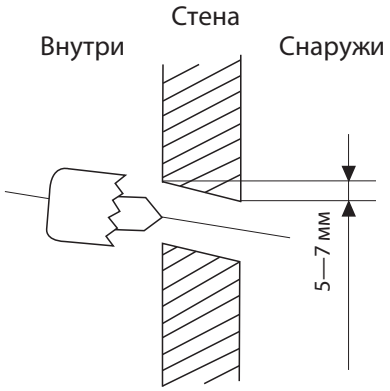

Рис. 3.2
2. Используя коронку для сверления гнезд диаметром 65 мм , просверлите отверстие в стене. Канал отверстия должен быть слегка наклонен вниз, так чтобы его наружный край был ниже внутреннего примерно на 5—7 мм. Это обеспечит правильный слив воды. (См. ***рис. 3.2***)